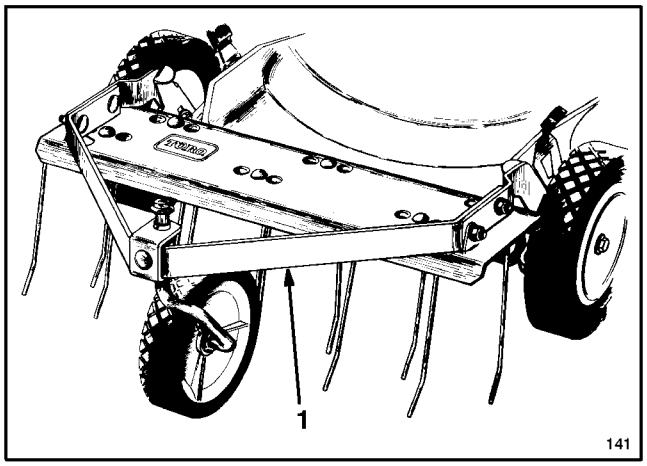

Figure 35
3. Dethatcher Kit, Model No. 59131—Installs in minutes. Front mounted for easy maneuverability (Fig. 35). Spring tines loosen thatch for clean vacuuming into grass bag and convenient disposal.